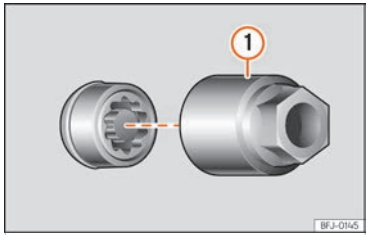

Fig. 223 Anti-theft wheel nut with cap and adapter.
- Insert the special adapter ››› Fig. 223 (1) (vehicle tools ››› page 290) onto the anti-theft wheel nut and push it on as far as it will go.